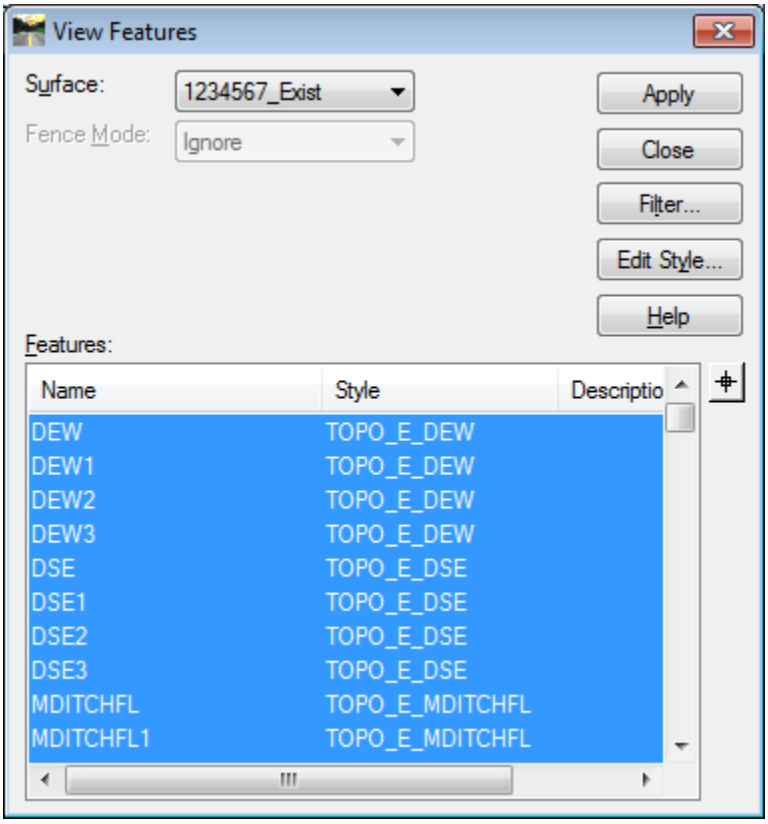
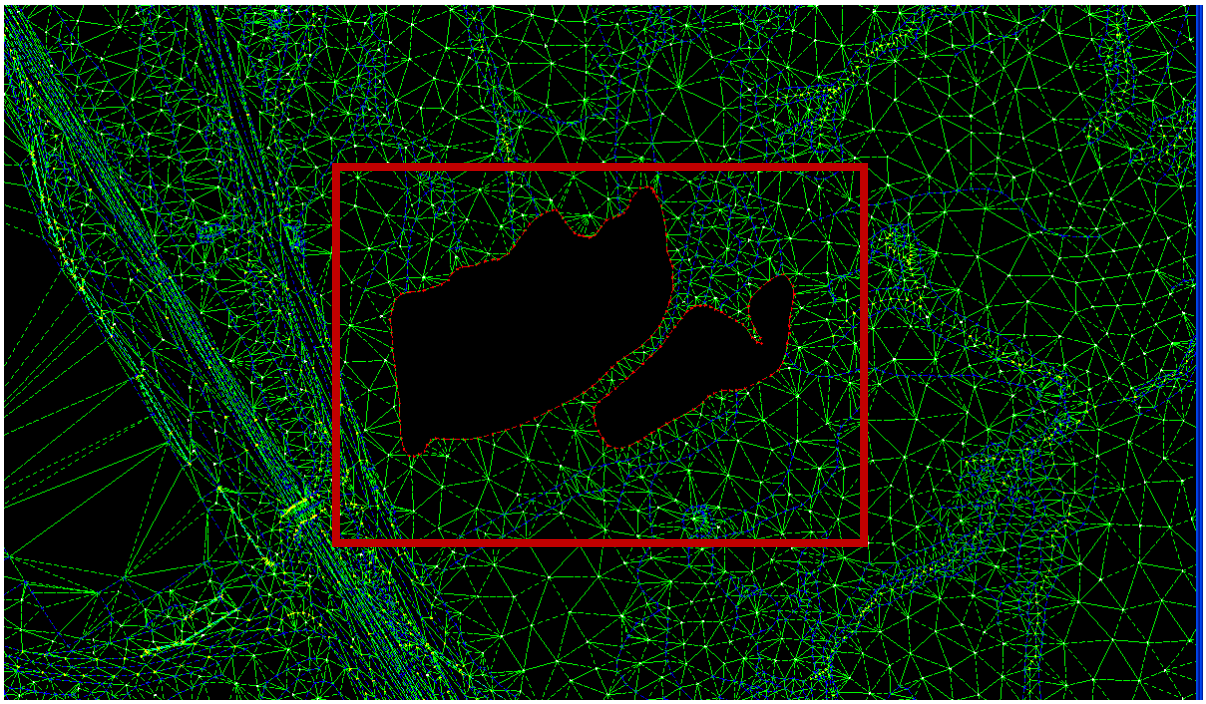
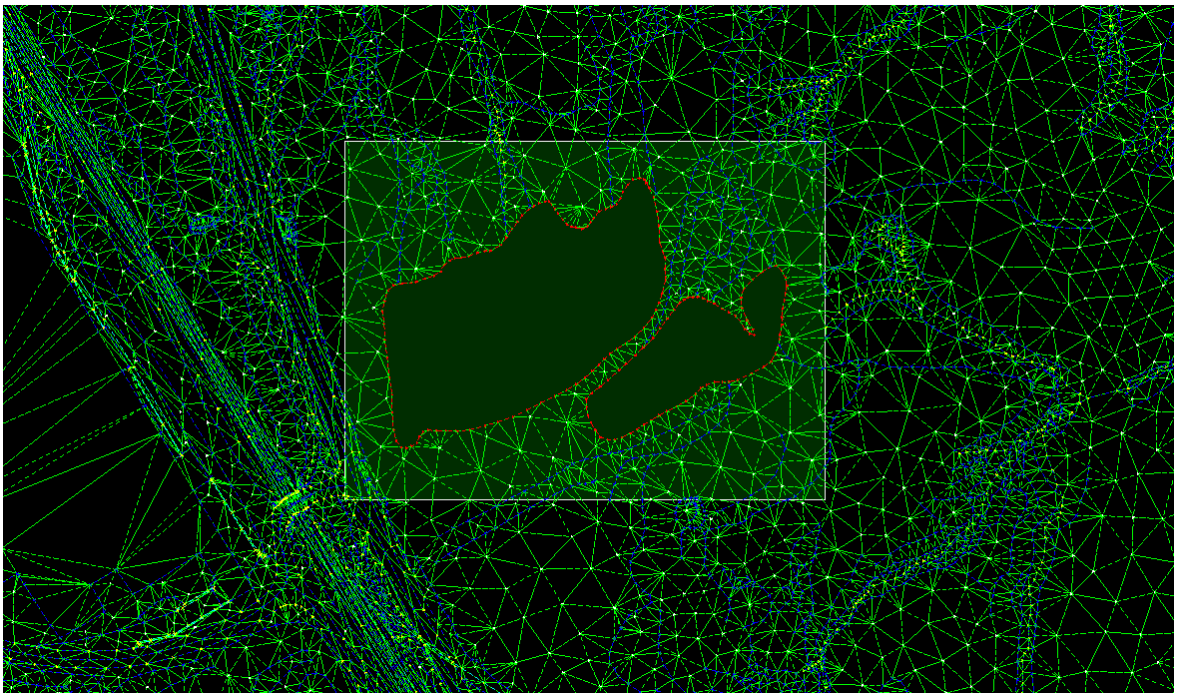

Figure L8-94 MicroStation View
Figure L8-95 MicroStation View
Figure L8-96 MicroStation View
153.	**View All the Surface Features.** • In InRoads, select **Surface ► View Surface ► Features**. The **View Features** dialog opens as shown in *Figure L8-94*. • Ensure all the Features are highlighted in Blue. This indicates they are selected. If they are not all selected they can be selected by Right mouse clicking in the window and clicking **Select All**. • Click **Apply**. Please be patient, this may take several minutes. • Click **Close** to close the **View Features** dialog. • Ensure your view matches that shown in *Figure L8-95* and that both the Surface Triangles and Surface Features are depicted.
154.	**We are going to Copy a Portion of the Surface 1234567_Exist.dtm containing the two obscured areas shown in *Figure L8-95* above into a new Surface called 1234567_Bogus1.dtm. We will then edit 1234567_Bogus1 to triangulate across the obscured areas. 1234567_Exist is always to remain un-edited by the Designer. Place a fence around the area to be copied.** • In MicroStation, click the **Place Fence** Icon ( ). • Ensure the **Fence Type:** and **Fence Mode:** are set as shown here:
• Place a Fence to encompass the area identified by the Red square in *Figure L8-95*. • When placed the fence should look similar to that shown in *Figure L8-96*.
156. **Create the Surface 1234567_Bogus1 from the Portion of the Surface 1234567_Exist inside the Fence shown in Figure L8-96.**